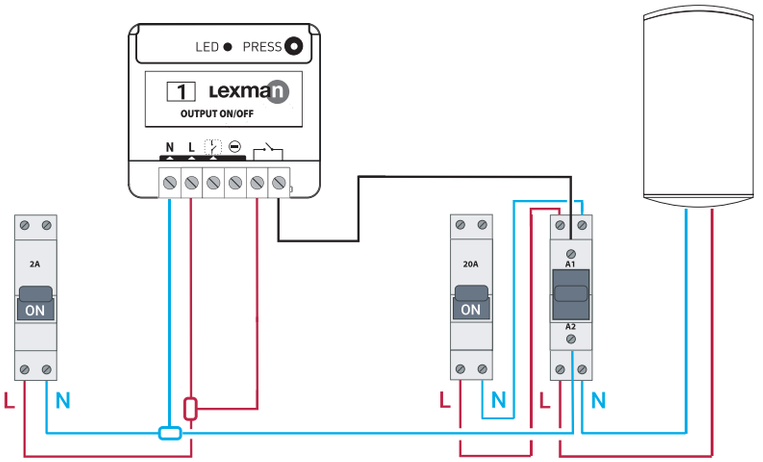

Rys. 6
3. Podłączyć odbiornik ON/OFF zgodnie z rysunkiem (Rys. 6).